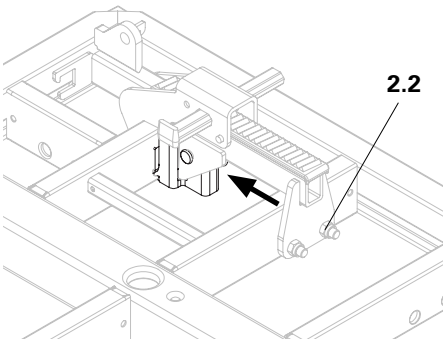

Fig. A4.04
2. Accrocher l'adaptateur par en-bas dans les trous du panneau et fixer le sabot MXP sur le raidisseur du panneau à l'aide de boulons (2.2), voir ci-dessus. (Fig. A4.04)